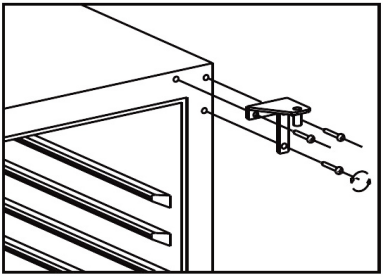

fig. 6.3
- Démontez la charnière supérieure droite et conservez-la. Voir fig. 6.3.